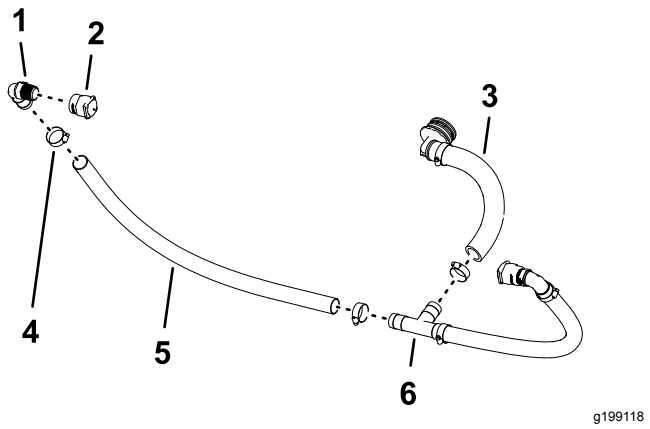

Figur 90
2. Monter hurtigkoblingen (sokkel – 3/4 tomme) på 90°-koblingen med mothaker (1 x 3/4 tomme NPT), som vist i Figur 90.
3. Monter 90°-koblingen med mothaker (1 x 3/4 tomme NPT) inn i slangen (1 x 26 tommer), og fest slangen til koblingen med en slangeklemme (Figur 90).
4. Koble den ledige enden av slangen til T-stykket som vist i Figur 90, og fest slangen til stykket med en slangeklemme.
6. Monter 90°-koblingen med mothaker og slangeenheten på T-stykket, og fest slangen til stykket med en slangeklemme (Figur 90).